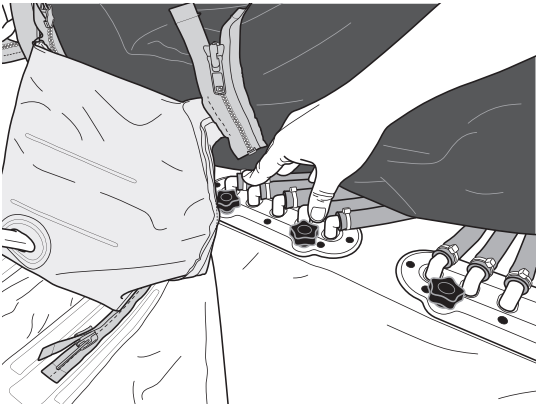

Figure 7 : Appuyer fermement sur les connecteurs d'air
3. Si le matelas ne se gonfle pas ou si une fuite d'air se fait entendre, vérifier que les valves de CPR soient fermées. Vérifier l'absence de fuite sur le matelas au point de connexion au cadre. Se référer à la section Comment attacher le matelas à air intégré, figure 7, afin de resserrer cette connexion.